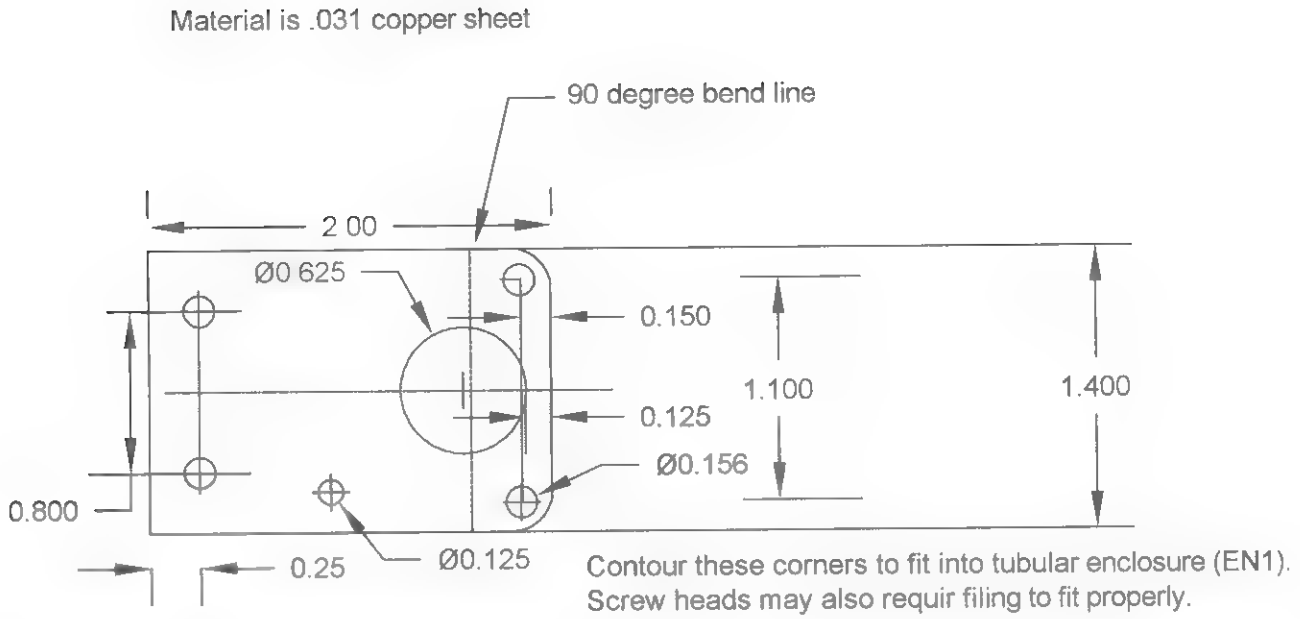

Figure 4-7 *Assembly of laser chassis*
8. Fabricate the laser chassis, as shown in Figure 4-7, from a .031 piece of copper sheet metal.